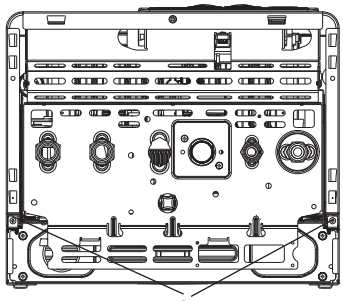

Рис. 4.1
- Отвинтите крепежные винты A (рис. 4.1) и снимите облицовку